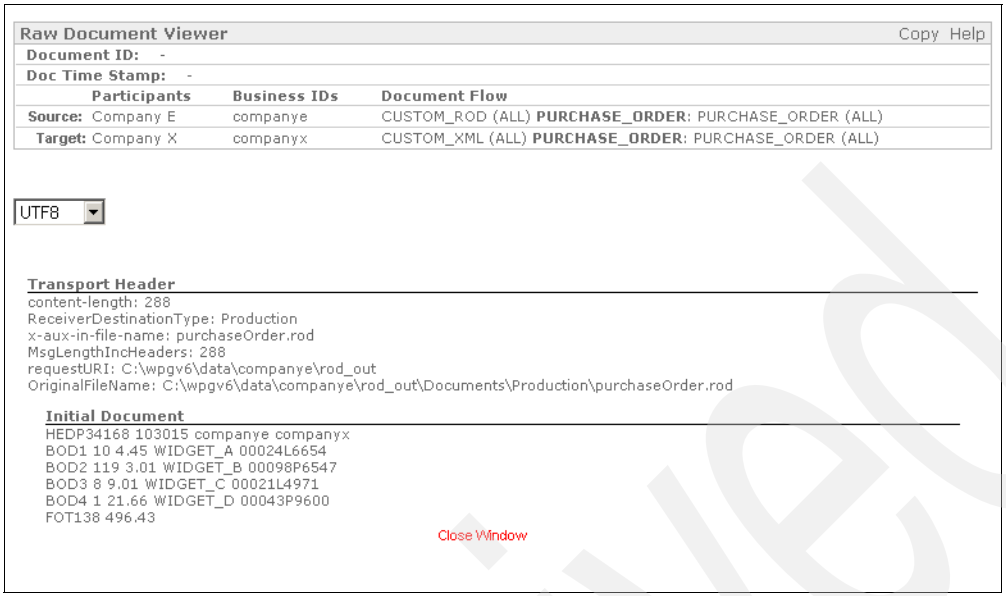

Figure 15-82 Source ROD document
2. Click the document icon against the source to see the source ROD document, shown in Figure 15-82 on page 537.